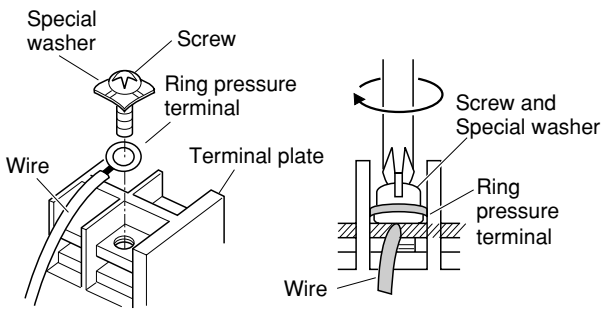

**Fig. 5-6**
(4) Place the ring pressure terminal, and replace and tighten the removed terminal screw using a screwdriver. (Fig. 5-6)